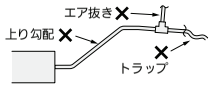

図11
- 接続部より上り勾配で配管しないでください。（ユニット停止時、ドレン水が逆流して水漏れの原因になります）（図11）
（図11）